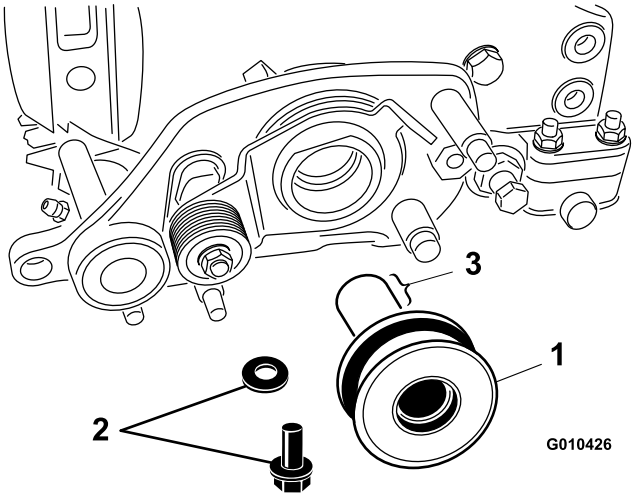

Figur 12
1. Påfør smøremiddel på den interne kilen og utsiden av lederullen (Figur 12).
3. Fest lederullenheten til spoleakselen med en bolt (M6 – 1 x 20 mm) og en skive (Figur 12).